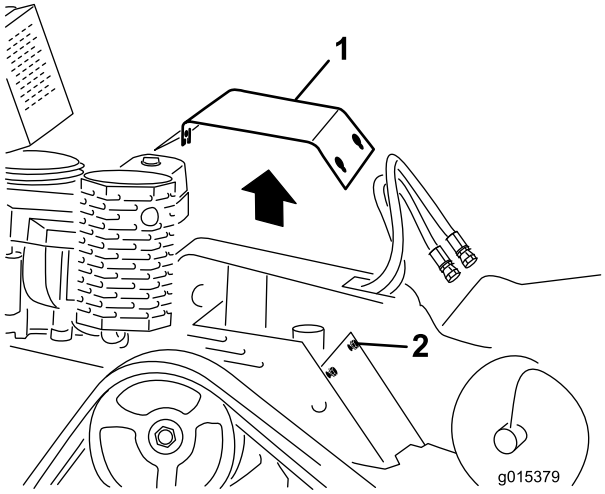

Figur 26
3. Lossa en i taget av de tre skruvarna som fäster skyddsplåten på ramen tills plåten är lös (Figur 26).
2. Skjut skyddsplåten på plats och fäst den med de tre skruvar som du lossade tidigare (Figur 26).